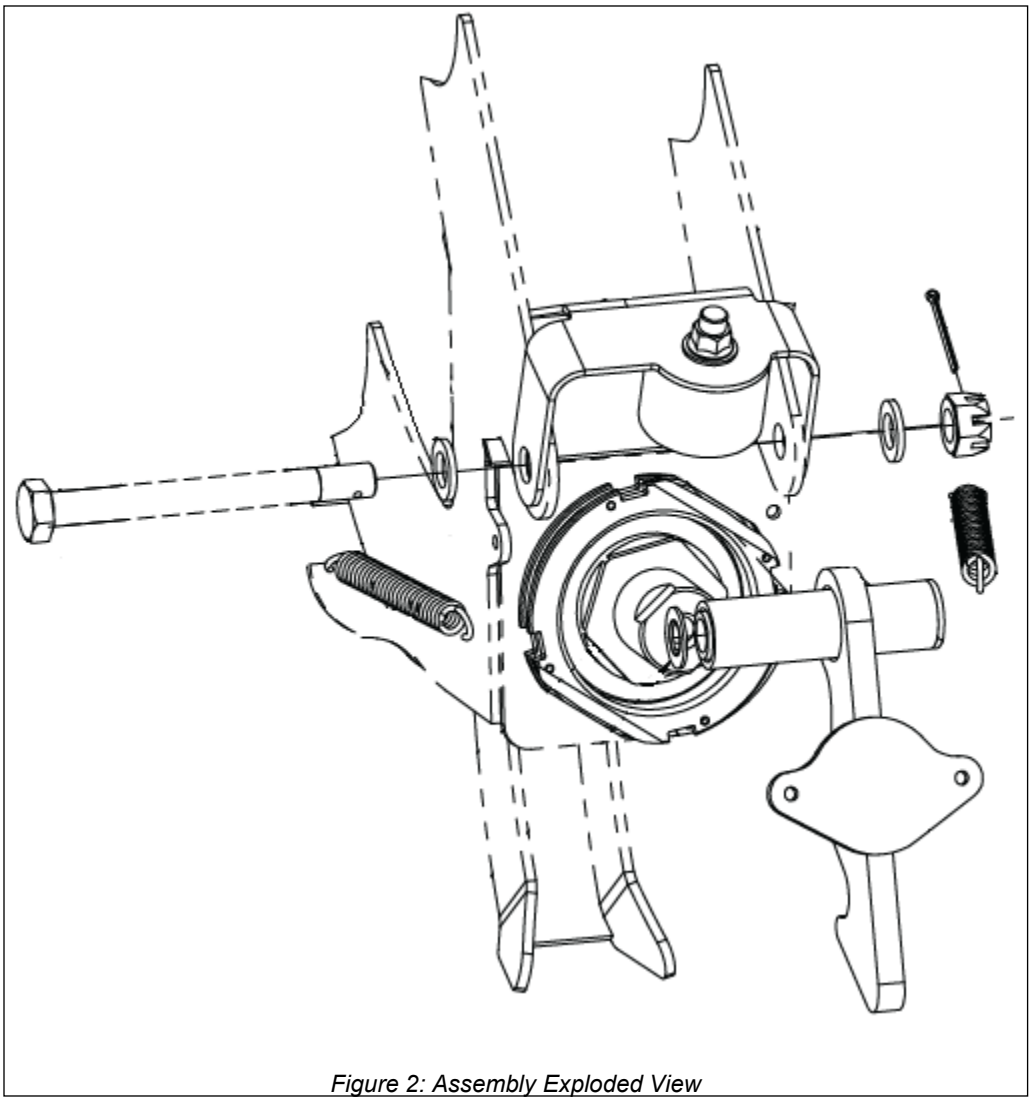

Figure 2: Assembly Exploded View
11. Install new NLG uplock hook and bushing with AN5-30 bolt as well as uplock stop and springs, see Figure 2. for install (refer to Epic E1000 Aircraft Maintenance Manual, PN SK05000000, Chapter 32-20).